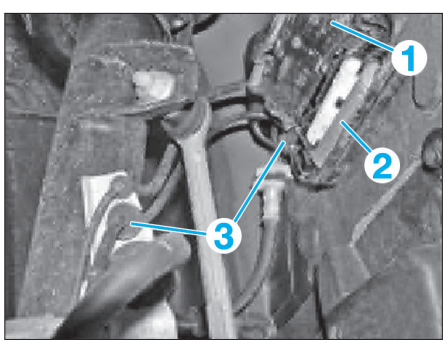

Fig. 39
• Ouvrir le boîtier (1) et extraire le connecteur (2) de sa fixation, le débrancher **(Fig.39)**.
• Tirer le câble et le passe-câble en caoutchouc hors des ancrages (3).